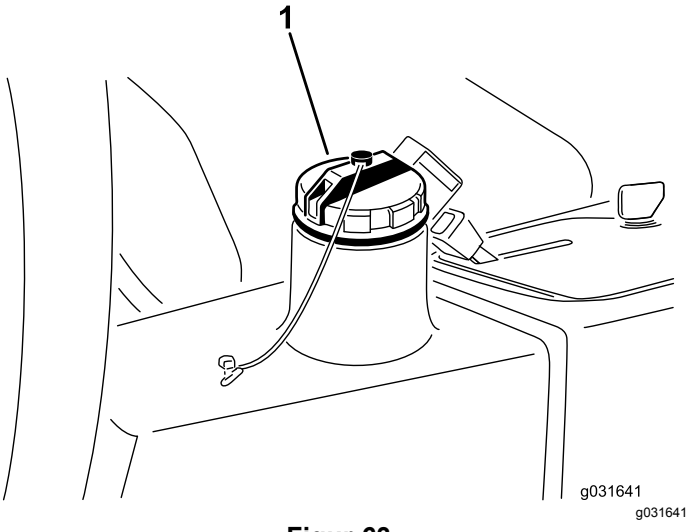

Figur 63
2. Gör rent runt påfyllningsröret och hydraultanklocket (Figur 63).
3. Ta bort hydraultanklocket (Figur 63).